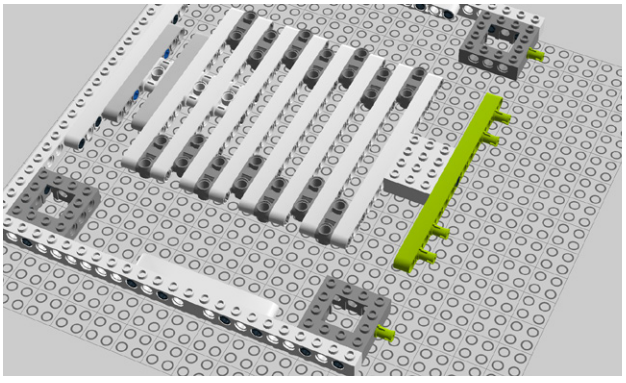

Figure 8-30. *Step 25: Adding a 15M beam and pegs*
25. Connect a 15M Technic beam and six connector pegs as shown in Figure 8-30.